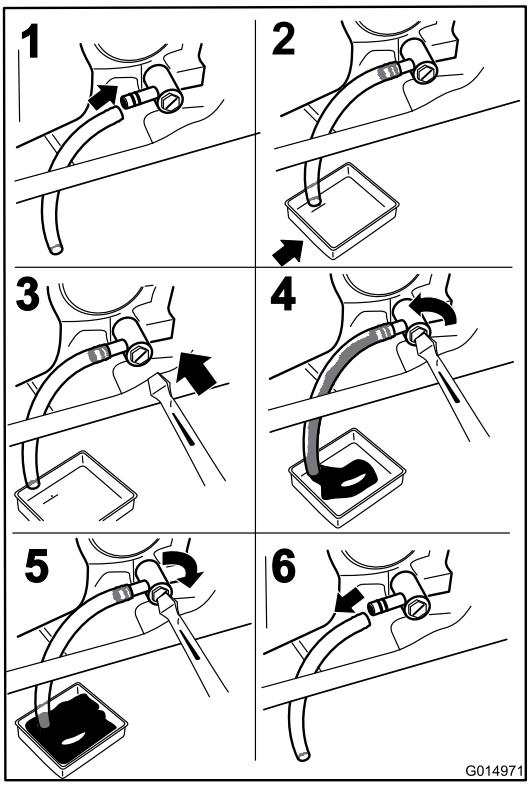

Figur 39
3. Stop motoren, fjern nøglen, og vent, til alle bevægelige dele er standset, før du forlader betjeningspositionen (Figur 39).